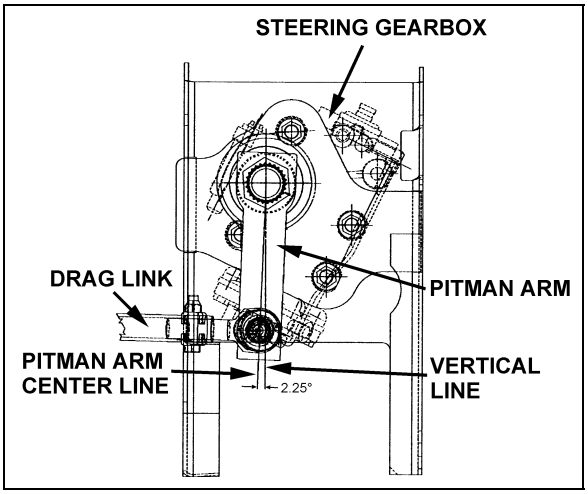

FIGURE 7: PITMAN ARM ALIGNMENT 16051
1. The pitman arm should be adjusted with reference mark aligned or to an angle of 2.25° in relation with the vertical axis (Fig. 7).